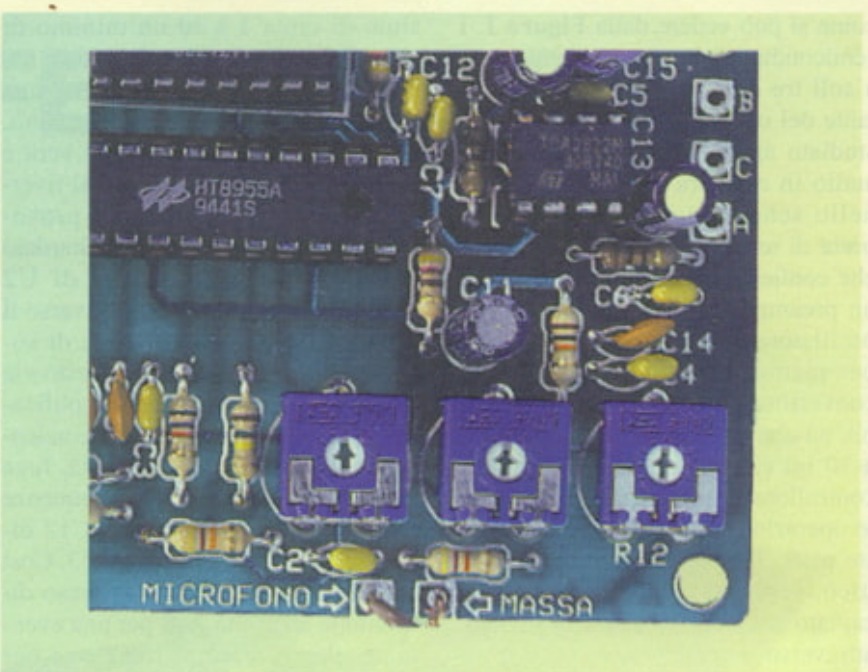

Figura 1. Schema elettrico dell'eco digitale a memoria dinamica.
come si può vedere dalla **Figura 1**, i semiconduttori impiegati si riducono a soli tre chip. La parte più importante del circuito è uno speciale chip studiato apposta per trattare segnali audio in maniera digitale, riportato nello schema con la sigla U2. Si tratta di un processore audio digitale che contiene una serie di dispositivi: un preamplificatore microfonico, un oscillatore di clock, una interfaccia per memorie RAM dinamiche, un convertitore analogico/digitale a 10 bit, un convertitore digitale/analogico a 10 bit e, naturalmente, un microcontrollore in grado di dirigere tutte le operazioni che avvengono tra queste parti. Tornando allo schema elettrico, vediamo che il segnale audio captato dal microfono viene inviato, attraverso il condensatore C2 e il resistore R10, al terminale 2 di U2 (IN) all'interno del quale viene amplificato con un guadagno determinato dal trimmer R7 di ritorno dal terminale 4 (OUT) assieme al resistore R8 e al condensatore C10 ad esso collegati in serie. Da questo punto in poi, il segnale amplificato segue due tragitti separati, infatti il segnale diretto (quello senza ritardo) prende la via di C9 e di C3 e raggiunge lo stadio finale a bassa frequenza per poter essere poi amplificato e posto in uscita. Il secondo percorso riguarda il segnale ritardato ed è molto più complesso infatti, sempre dal terminale 2 del processore audio, il segnale viene amplificato e quindi reso digitale dal convertitore analogico/digitale a 10 bit interno al chip. In questa forma il segnale può essere memorizzato nella memoria dinamica U1 dalla quale verrà prelevato solo dopo un certo intervallo di tempo stabilito dal trimmer R6. Non appena prelevato dalla memoria U1, il segnale viene riconvertito questa volta da un convertitore digitale/analogico a 10 bit e quindi riassume la sua forma originale anche se risulta in ritardo rispetto al segnale diretto visto prima. In altre parole, la voce e il suono riposti in U1, vengono da questo prelevati e riprodotti dopo un certo tempo chiamato Delay Time regolabile dal microcontrollore U2 per mezzo di R6 collegato tra i terminali 8 e 9 assieme al resistore "di minimo" R5. L'intervallo di tempo, e quindi il ritardo, può essere selezionato tra un massimo di circa 1 s ed un minimo di circa 0,2 s ovvero due decimi di secondo. Questa gamma permette una grande varietà di effetti che vanno, col ritardo massimo, dall'eco vera e propria e col ritardo minimo al riverbero. Sia il segnale diretto proveniente da C9 che il segnale ritardato in uscita dal terminale 3 di U2 (PREO) vengono inviati, attraverso il condensatore C3 al regolatore di volume R12 e, dal cursore di questo via C4, all'ingresso, pin 7, dell'amplificatore audio di potenza U3. Il condensatore C14, di piccola capacità, fuga a massa eventuali spurie a frequenze elevate mentre l'elettrolitico C12 disaccoppia gli stadi interni di U3. Così amplificato, il segnale viene reso disponibile all'uscita A-B per una eventuale ulteriore amplificazione per mezzo di una unità di potenza esterna (ingresso AUX) oppure all'uscita A-C per pilotare direttamente un altoparlante da 8 Ω - 1 W. Il microfono da impiegare è del tipo ad elettrete amplificato quindi necessita della tensione di alimentazione che gli viene fornita attraverso i resistori R9 e R11 con i condensatori elettrolitici C11 ed C15 che provvedono al relativo disaccoppiamento.